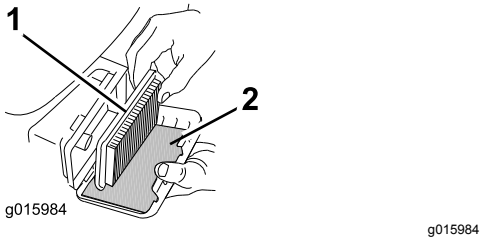

Figuur 23
3. Verwijder het papierelement en het schuimfilter (Figuur 23).